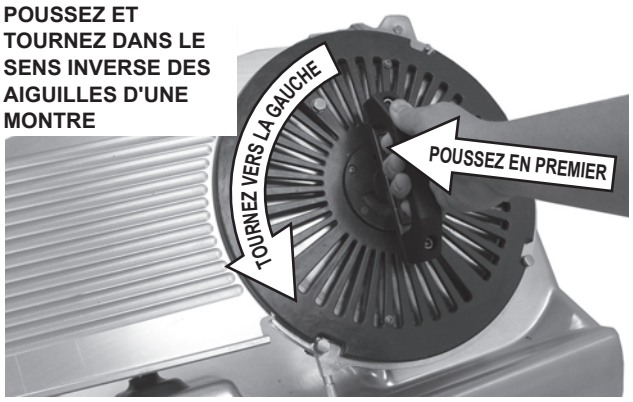

Fig. 15
- Poussez fermement la poignée jusqu'au moyeu. Puis, tournez la poignée jusqu'en butée dans le sens inverse des aiguilles d'une montre (Fig. 15). En tournant, une certaine résistance peut être ressentie.
- Soulevez le couteau et l'outil pour les sortir (Fig. 15).